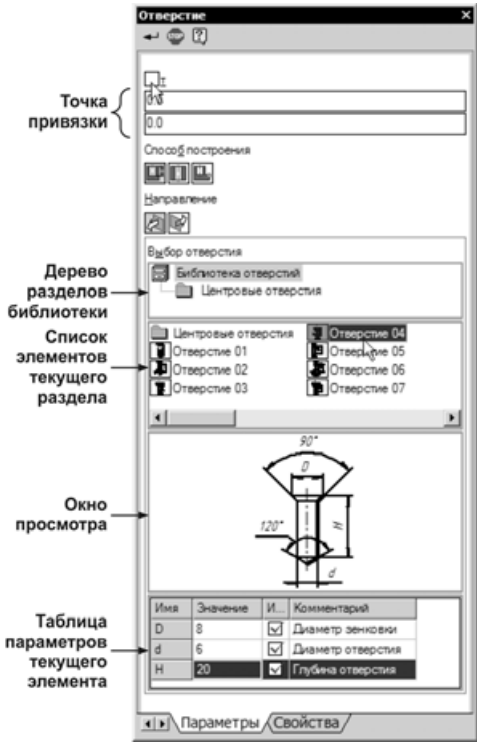

Рис. 5.137
Выберем профиль отверстия, размеры и определим дополнительные параметры (рис. 5.137).
- Отмените фиксацию поля Т (**Точка привязки**) панели свойств. Для этого нажмите кнопку состояния поля слева от его названия (рис. 5.137) и приблизительно укажите мышью новое положение отверстия (рис. 5.138).